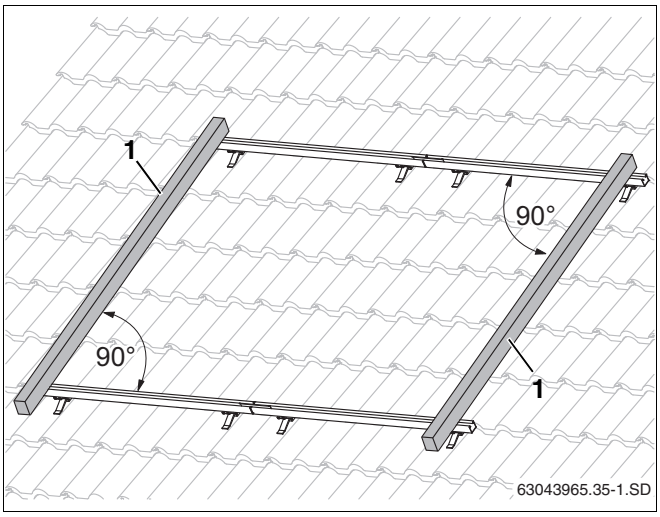

Рис. 33 Выравнивание профильных реек
- Выровняйте верхние и нижние профильные рейки относительно друг друга по краям в горизонтальной плоскости (рис. 33, используйте уровень).
Измерьте диагонали или положите планку (рис. 33, **поз. 1**) на концы профильных реек. Угол между планкой и профильной рейкой должен составлять 90°. Выровняйте профильные рейки в продольных отверстиях.